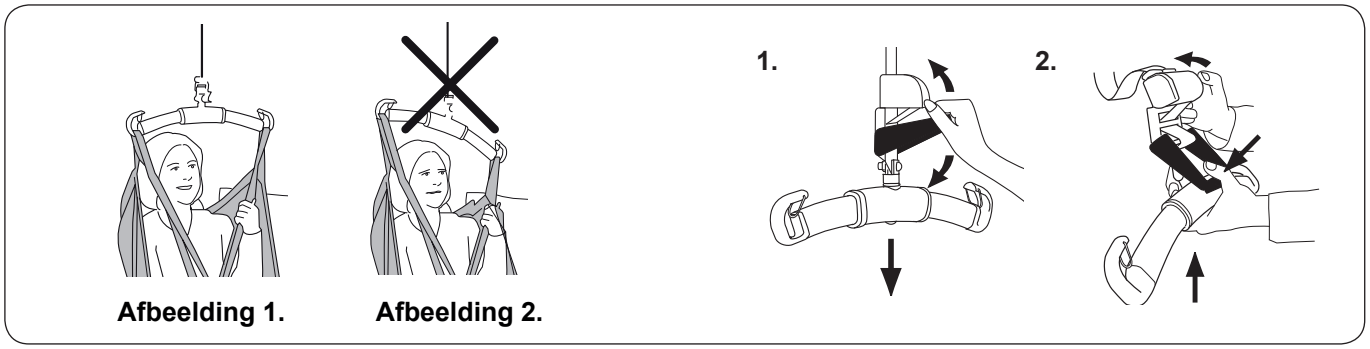

Afbeelding 1. **Afbeelding 2.**
– het tiljuk horizontaal is tijdens het tillen, zie afbeelding 1.